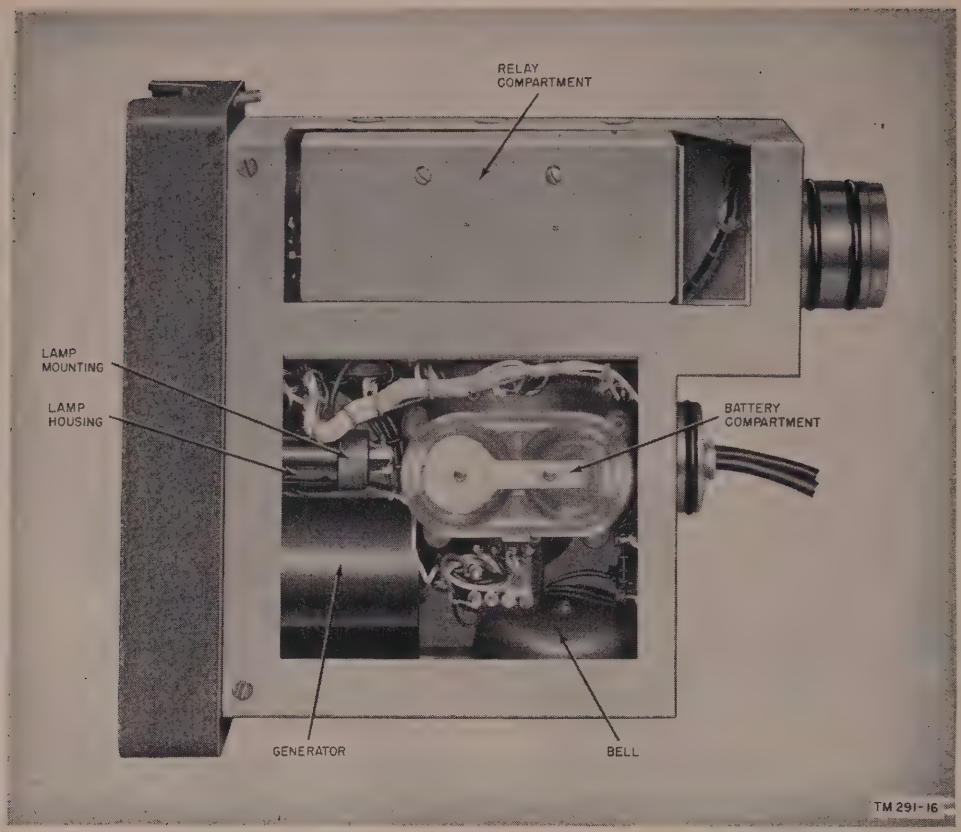

Figure 29. Local Control C–434/GRC, batteries installed.
(1) Lossen the screw fasteners on the panel and remove the panel-chassis assembly from the case.
(2) Insert two 1½-volt Batteries BA–30 into the battery compartment and place the chassis-mounted switch (S–1) in the BELL position. Replace the panel-chassis assembly in the case (fig. 29).